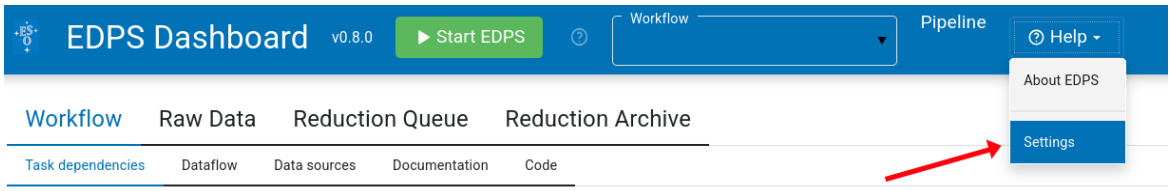

Figure 2: The “Help” –> “Settings” menu.
3. Optionally, before starting `EDPS`, one can specify new settings by pressing Help –> Settings (Figure 2).